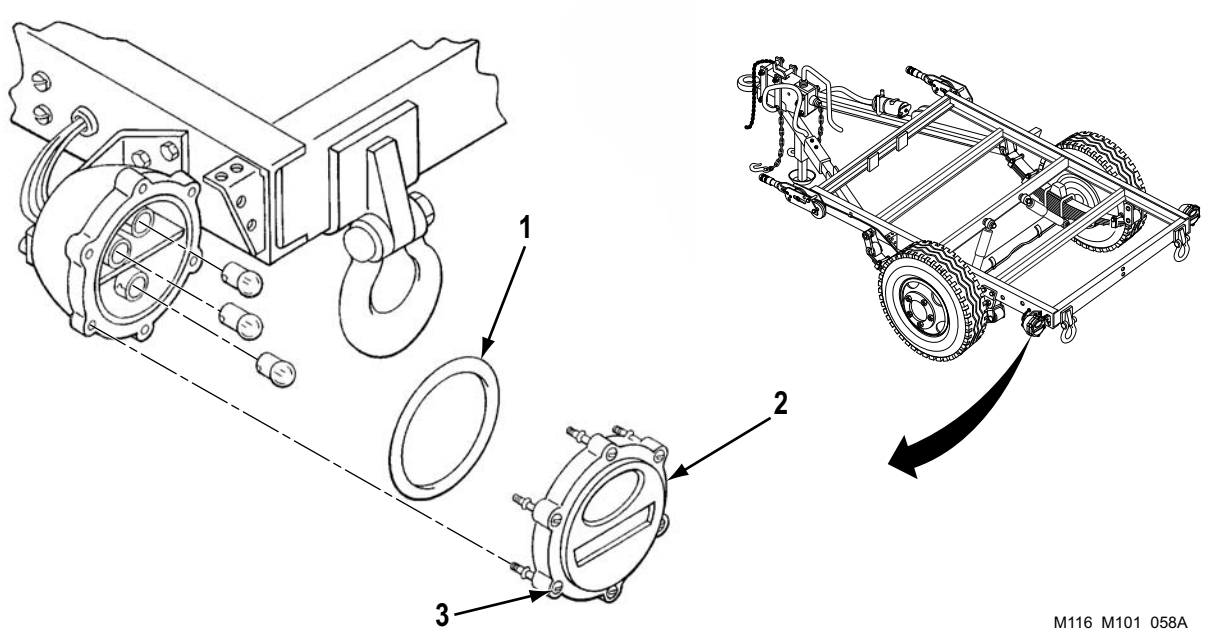

Figure 1. Lens Retainer Removal.
Packing, preformed (WP 0082, Figure 1, Item 22)
1. Loosen six screws (Figure 1, Item 3) and remove lens retainer (Figure 1, Item 2) and preformed packing (Figure 1, Item 1). Discard preformed packing (Figure 1, Item 1).